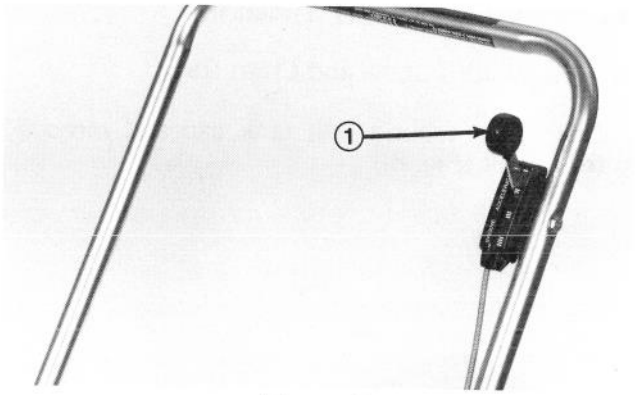

Figure 9
Throttle Control – The throttle control (Fig. 9) has four positions: STOP, Slow (S), Fast (F) and START. Move control to START to start engine. Move control between "S" and "F" to operate engine at various speeds. To stop engine, move throttle control to STOP.